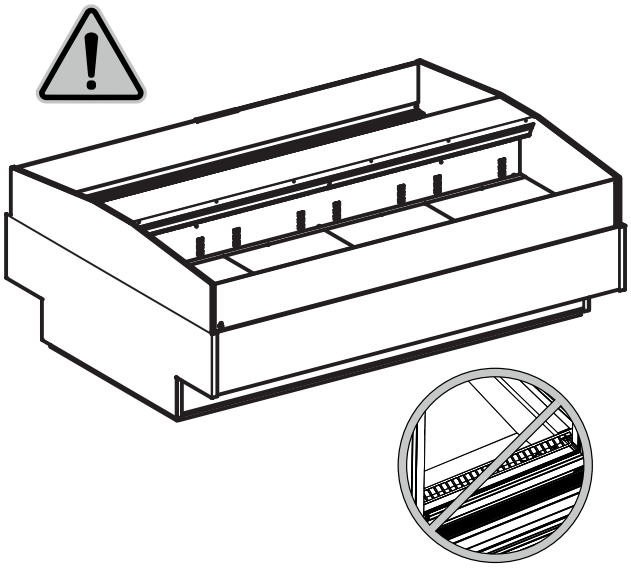

Fig. 44
- La marchandise ne bouche pas le flux d'air réfrigéré ("Fig. 44")